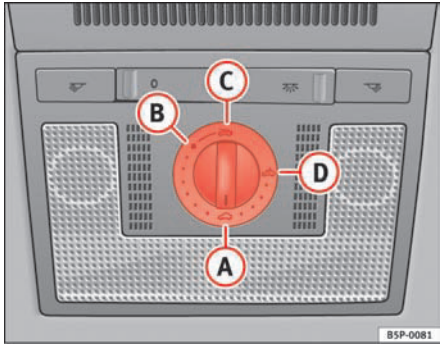

Fig. 72 Detail of the sunroof: rotary button for sliding/tilting sunroof
If the sliding/tilting roof has been opened again by the roll-back function, it can be closed only by pressing the rotary button at the front in position (A) ⇒ fig. 72 until the sliding/tilting roof has closed fully. **Please note that the sunroof will now close without the roll-back function.**